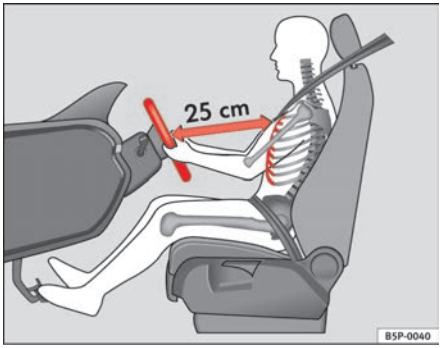

Fig. 136 Proper sitting position for driver
– Adjust the steering wheel in this way until the correct position is set ⇒ fig. 136.
- **Adjust the driver seat or steering wheel so that there is a distance of at least 25 cm between the steering wheel and your chest ⇒ page 163, fig. 136. If you fail to observe the minimum distance, the airbag will not protect you. Risk of fatal injury.**